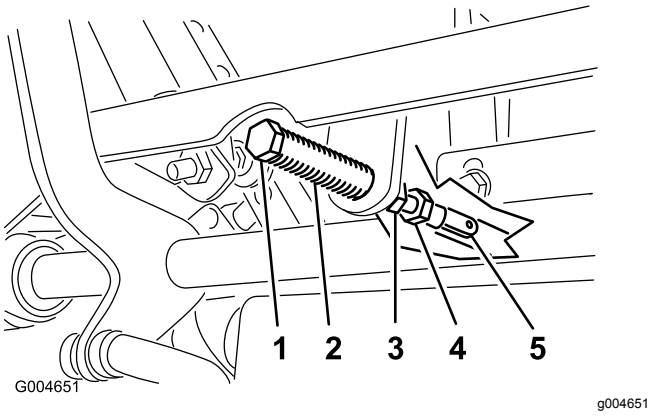

**Rysunek 50**
5. Pociągnij dźwignię do tyłu, aż sworzeń z łbem płaskim i otworem na zawleczkę (na ramieniu nad osią przegubu wału) zetknie się z końcem szczeliny (będzie lekko naciskać na sprężynę), jak pokazano na Rysunek 50.
7. Jeśli konieczna jest regulacja, odkręć nakrętkę i przeciwnakrętkę jarzma (Rysunek 50).
8. Lekko naciśnij dźwignię sterowania jazdą do tyłu, obracaj śrubę regulacyjną w odpowiednim kierunku, aż dźwignia sterująca będzie wyśrodkowana w położeniu NEUTRALNYM ZABLOKOWANYM (Rysunek 50).
9. Dokręć nakrętkę i przeciwnakrętkę (Rysunek 50).
10. Dokręć przeciwnakrętki na przegubach kulowych (Rysunek 50).